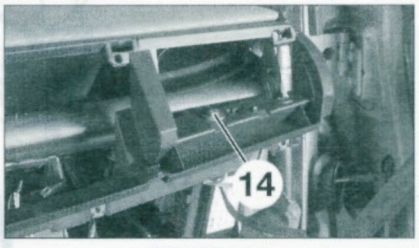

FIGURE 9-30
• Déposer la vis de fixation droite de la planche de bord (14) **(figure 9-30)**.